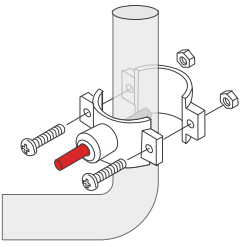

Figure 9
3. Slip the front plate over one end of the tubing (without a mark) and insert the tubing into the drilled hole for about 0.6" **(Figure 9)**.